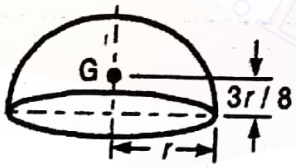

Fig. 1.8
5. The centre of gravity of a hemisphere lies at a distance of $3r / 8$ from its base, measured along the vertical radius, as shown in Fig. 1.8.